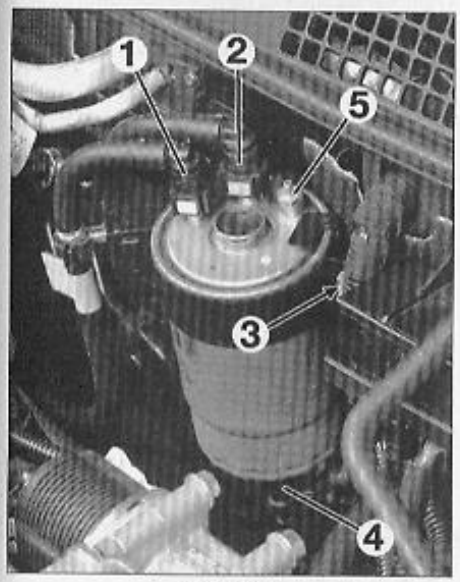

FIG. 34
• Débrancher (Fig.34) :
- la conduite d'arrivée de combustible (1).
- la conduite de sortie de combustible vers la pompe (2).
• Déposer l'écrou (3) du collier de fixation du filtre à combustible et déposer celui-ci.
• Débrancher le connecteur du capteur (4) de présence d'eau dans le filtre.